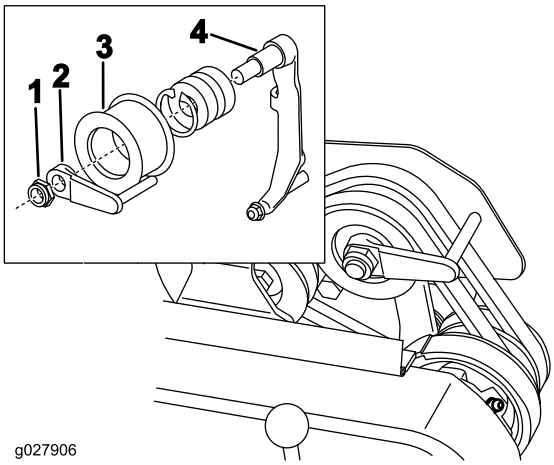

Figur 41
8. Juster remstyret (Figur 41, indsats) som følger for at gøre det nemmere at trække eller skubbe maskinen uden at starte motoren: